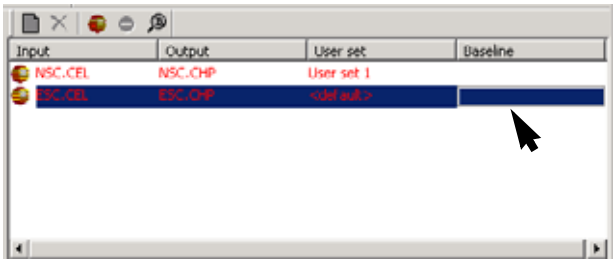

Figure 11.8
1. In the Batch Analysis window, double-click in the baseline column of the cell intensity data for the comparison expression analysis **(Figure 11.8)**.